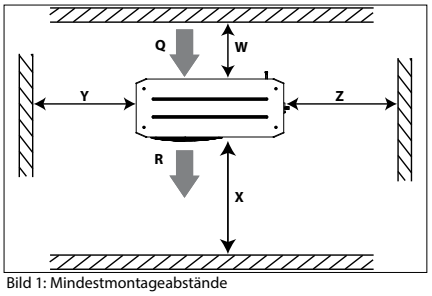

Bild 1: Mindestmontageabstände
- Achten Sie darauf, dass ausreichend Platz um den Verflüssigungssatz gelassen wird, damit die Luft zirkulieren kann und sich sämtliche Türen öffnen lassen. Die Mindestabstände zu den Wänden entnehmen Sie bitte Bild 1.